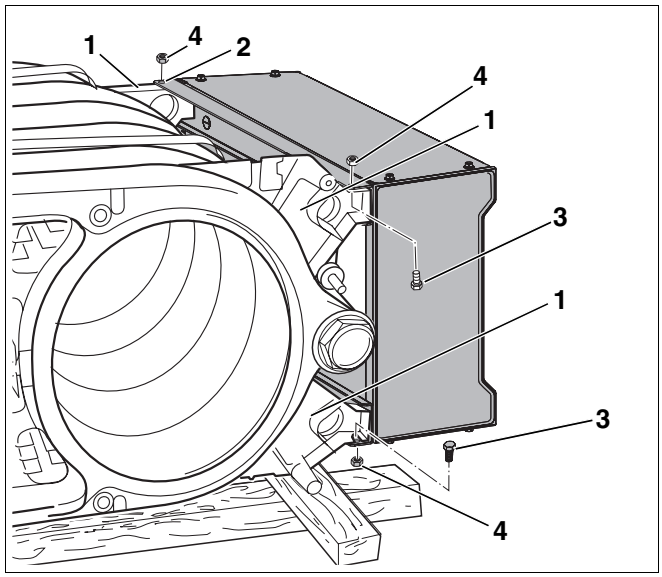

Fig. 3 Attaching the boiler plinth
- Lay the boiler plinth on its side as well and align the angled rails with the boiler block in such a way that the holes in the angled rail (Fig. 3, **Item 2**) are aligned with the fixing holes on the boiler section feet (Fig. 3, **Item 1**).
- Bolt the plinth to the block using bolts M8 × 25 (Fig. 3, **Item 3**) and nuts M8 (Fig. 3, **Item 4**).